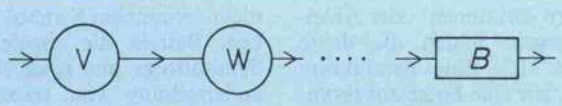

Bild 6. Der Syntaxgraph für Sequenzen
5) Sequenzen von terminalen und nicht-terminalen Symbolen werden in den in Bild 6 gezeigten Graphen übertragen.